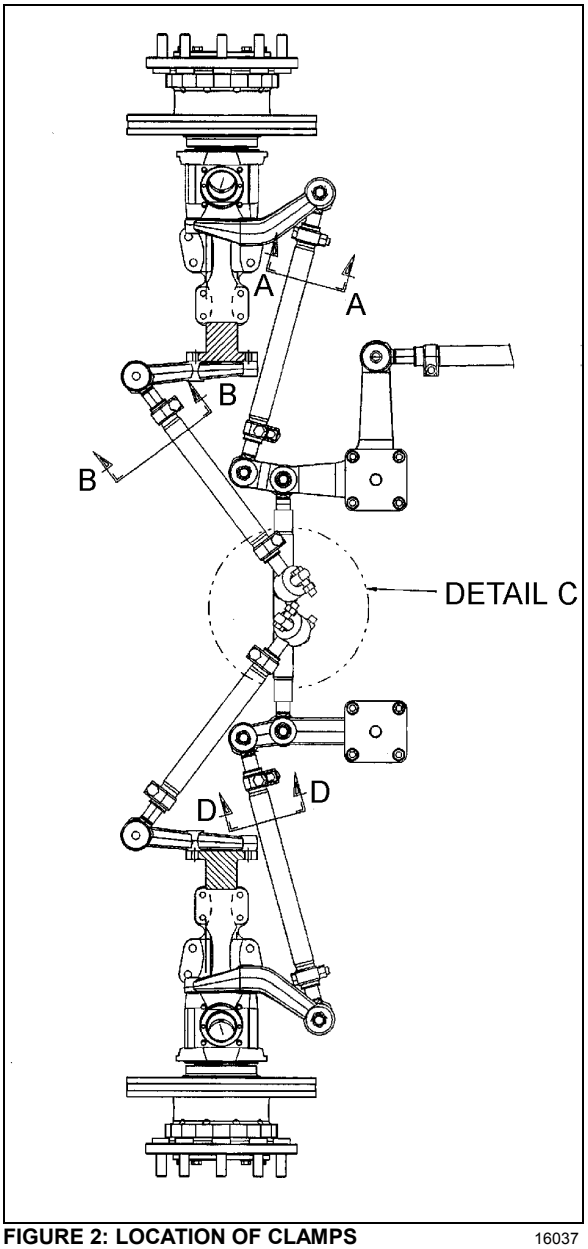

FIGURE 2: LOCATION OF CLAMPS 16037
2. For a full left and right turn, check clamps' position and for interfering parts. Refer to figures 2 to 6 for location and positioning of clamps. If readjustment is required, make the proper adjustment.